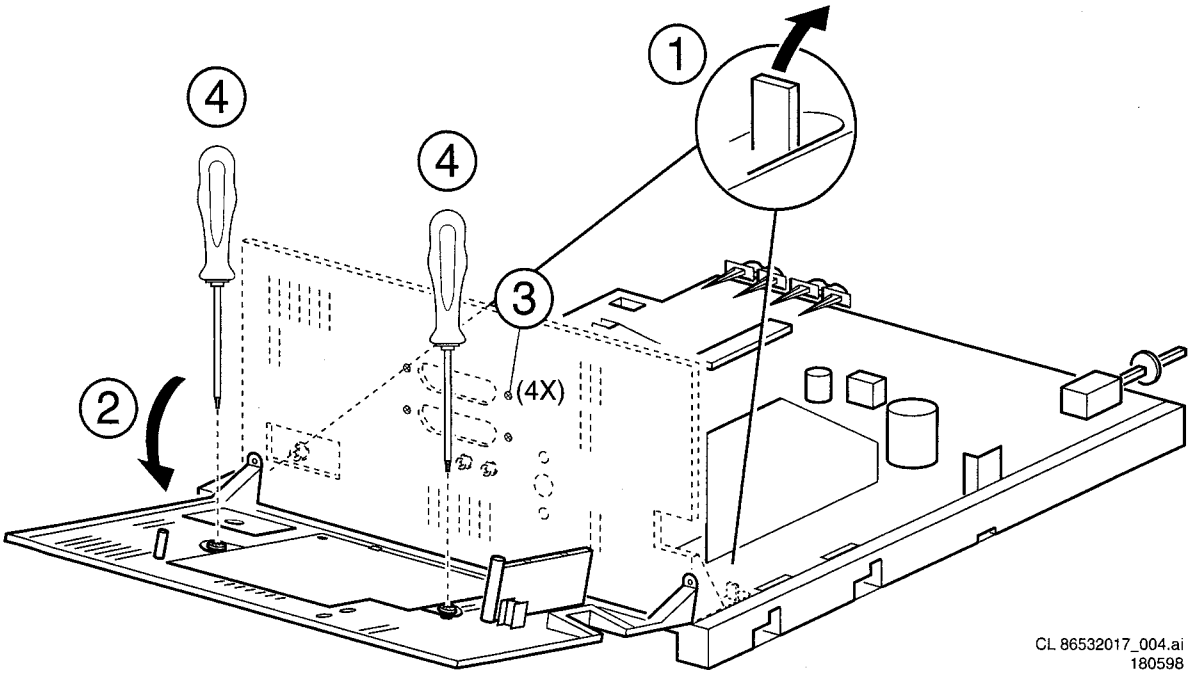

Figure 4-4
- Drehen Sie den Chassis-Einsatz um 90 Grad gegen den Uhrzeigersinn (1)
- Drehen Sie den Einsatz um, wobei die E/A-Platine in Richtung Kathodenstrahlröhre zeigt (2)
- Drücken Sie den Chassis-Einsatz (bzw. dessen Ecke) fest in das dafür vorgesehene Loch unten im Gehäuse (3), und ziehen Sie den Chassis-Einsatz nach vorne (die Lautsprecherkabel müssen eventuell herausgezogen werden)
4.2.4 E/A-Platine (Abbildung 4-4)